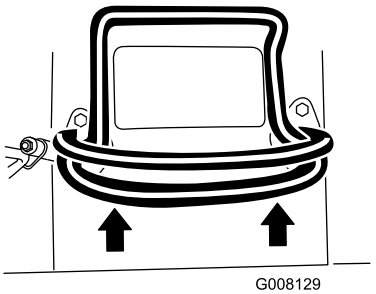

**Rysunek 8**
- Aby jechać do przodu, ustaw dźwignię sterowania zespołem jezdnym do przodu (Rysunek 8).